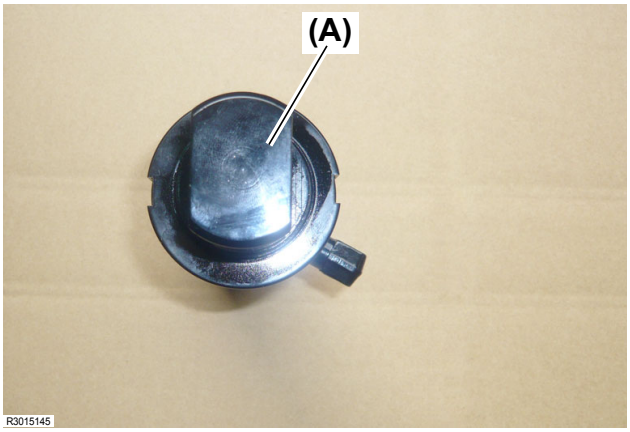
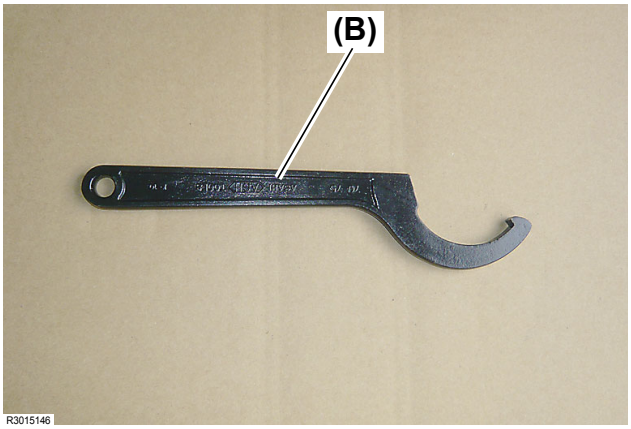

Fig. 2
Fig. 3
1. Use a hook wrench **(Fig. 3, (B))** suitable for the lift cylinder head cover **(Fig. 2, (A))**.